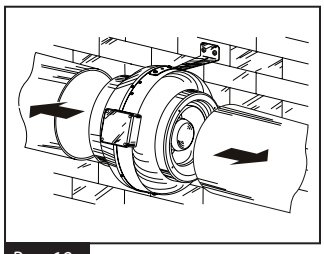

Рис. 19
2. Отсоедините воздуховоды от вентилятора (рис. 19);